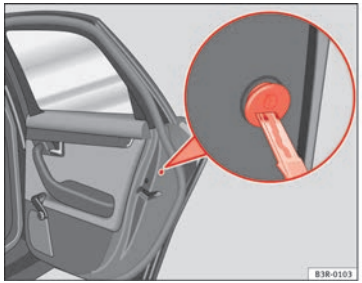

Fig. 72 Manual locking device
– Use the key ⇒ Fig. 72 to turn the cap slightly and then fold it downwards.